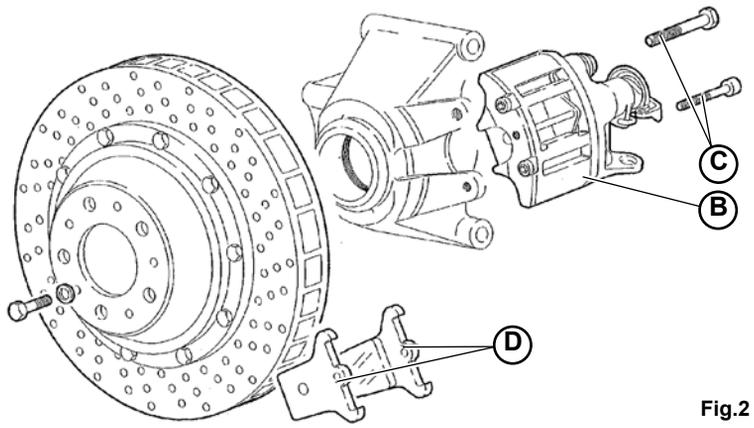

Fig.2
2. Insert the caliper (**B-Fig.2**) on the disk securing it with the two bolts (**C-Fig.2**), recovering the centering wheel cylinder and the pads (**D-Fig.2**).